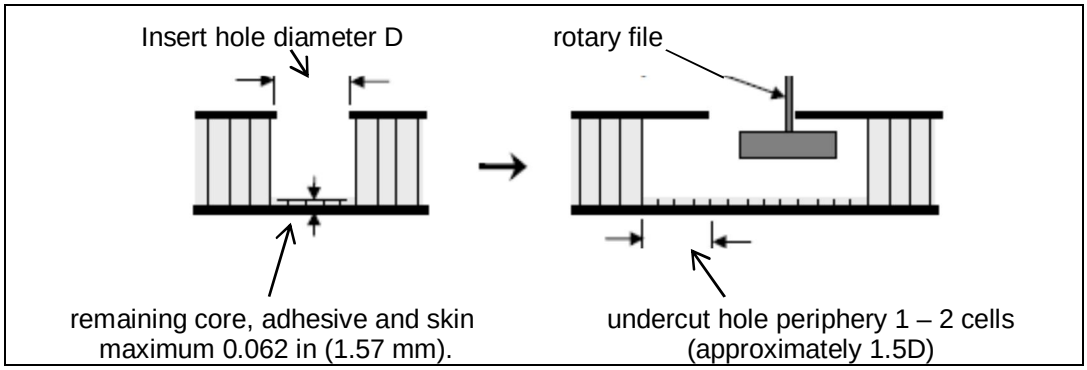

Figure 2
(1) Before you remove the heater mat, mark the location of the fastener holes as shown on drawing BAS68038170, sheet 2, detail “B”.
(2) Carefully drill pilot holes of 0.125 in (3.18 mm) diameter through the heater mat and the first layer only of the sidewall panel.
(3) Carefully remove the heater mat from the sidewall panel.
(4) Open the holes in the heater mat to a diameter of 0.143 to 0.147 in (3.63 to 3.73 mm).
(5) Use a counter bore to drill the holes, 0.452 to 0.457 in (11.48 to 11.60 mm) in diameter in the sidewall panel, but do not drill all the way to the other layer. Refer to Figure 2.
(6) With an appropriate rotary file, undercut the sandwich panel core to increase the potting cavity diameter to approximately 1.5 times the diameter of the insert hole. Refer to Figure 2.